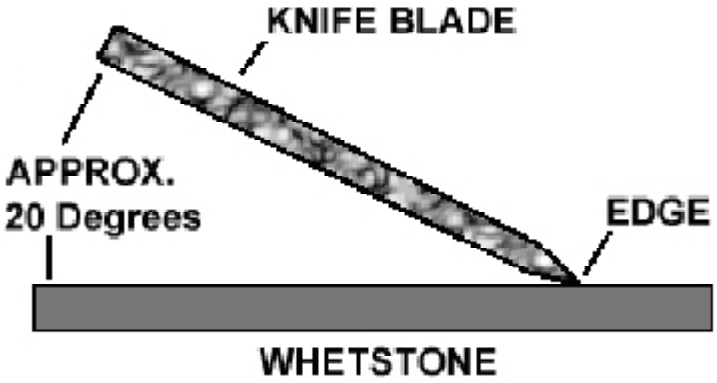

Figure 4-3. Sharpening Angle
(1) Prepare the whetstone by applying a few drops of lubricating oil to the sharpening surface and spreading across the surface evenly.
(2) Hold the blade edge in a manner to keep the blade at a 20-degree angle to the sharpening surface. (Refer to Figure 4-3.)
(3) Press lightly on the blade and using a circular motion, work the ground edge of the nonserrated blade against the stone for 5 to 8 seconds.
(4) Turn the blade over and repeat Paragraph 4.B.8.c.(2) and Paragraph 4.B.8.c.(3) above. Carefully wipe the blade with linen cloth, leaving a light coating of oil on the blade.